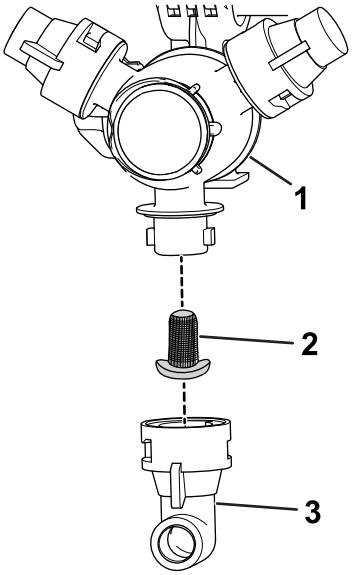

**Figura 62**
2. Remova o bico da torre de pulverização (Figura 62).
3. Remova o filtro do bico antigo (Figura 62).
4. Instale o filtro do bico novo (Figura 62).
5. Instale o bico na torre de pulverização (Figura 62).